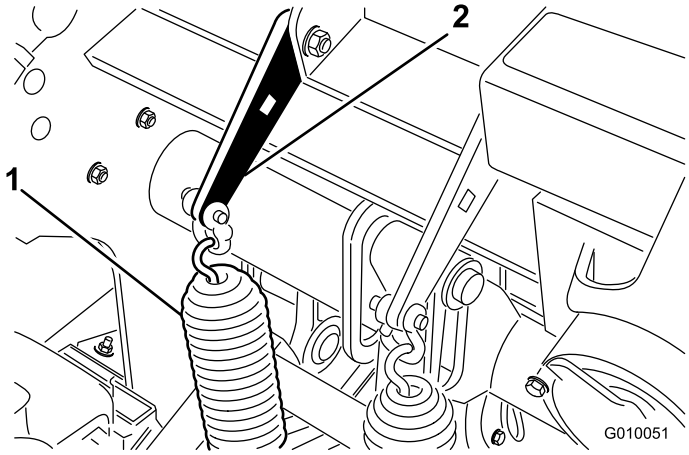

Figur 37
1. Lossa på vagnsbultmuttrarna som fäster fjäderfästena vid luftarhuvudet (Figur 37). Ta inte bort dem.